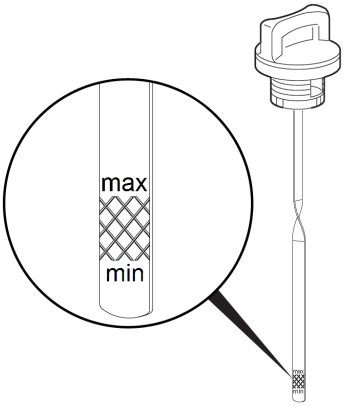

Рис. 18 Уровень масла в картере двигателя
9. Установите крышку-щуп в отверстие маслозаливной горловины, не закручивая ее. Аккуратно вытащите щуп и осмотрите его. Уровень масла должен соответствовать верхней отметке «max» на щупе (Рис. 18).